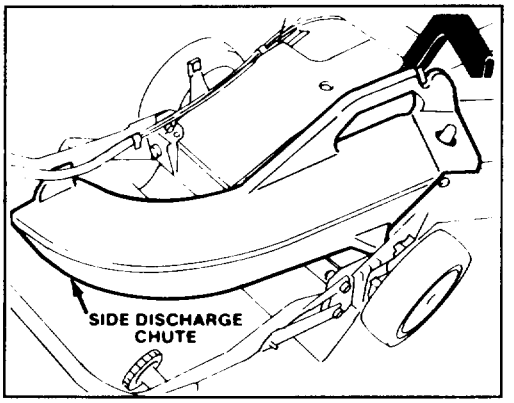

Figure 29
1. Side Discharge Kit, Model No. 59108—Installs in seconds. Rear mounted in place of the grass bag. Disperses clippings while trimming on both sides (Fig. 29).